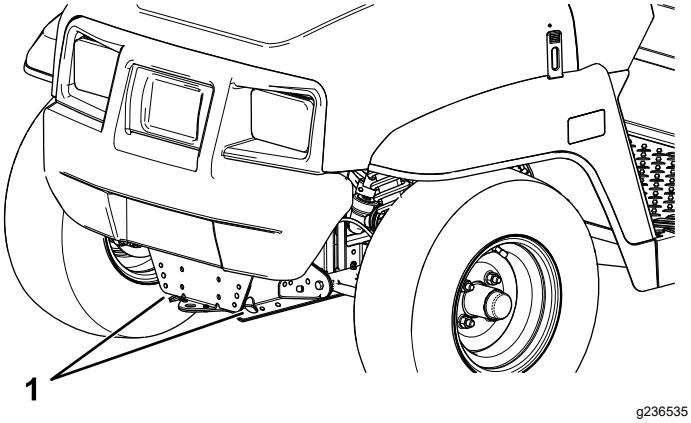
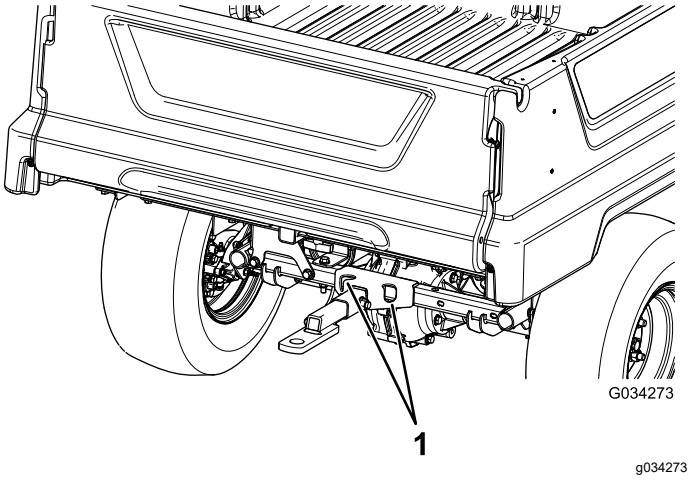

Figuur 19
Figuur 20
Zie Figuur 19 en Figuur 20 voor de plaats van de bevestigingspunten van de machine.
2. Bevestig een sleepkabel aan de lip op de voorzijde van het machineframe (Figuur 20).